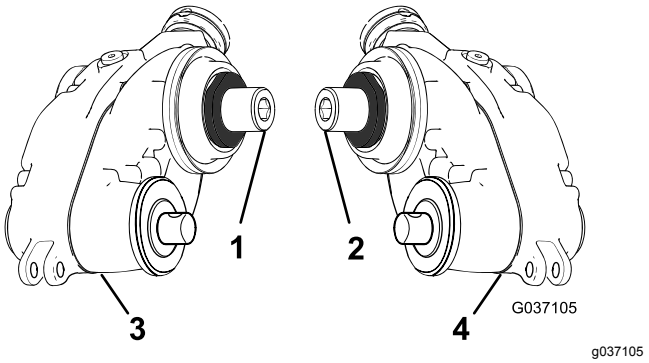

図 7
1. 左用のグルーマ駆動ボックスと右用のグルーマ駆動ボックスを準備する図 7を参照。